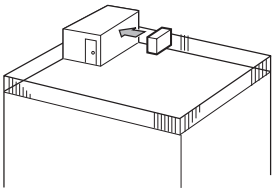

Fig. 1-4
① Face the air outlet towards the nearest available wall about 35 cm away from the wall. (Fig. 1-4)